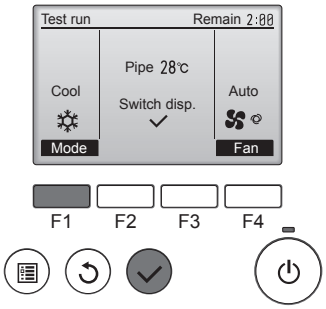

Fig. 7-3
① Для изменения режима работы нажмите кнопку [F1]. (Fig. 7-3)